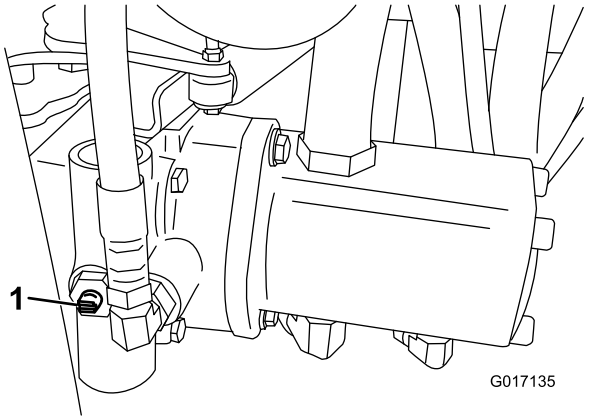

Figura 31
1. Localice la válvula de desvío en la bomba y gírela hasta que la ranura esté en posición vertical (Figura 31).
2. Antes de arrancar el motor, cierre la válvula de desvío girándola hasta que la ranura esté horizontal (Figura 31). No arranque el motor con la válvula abierta.